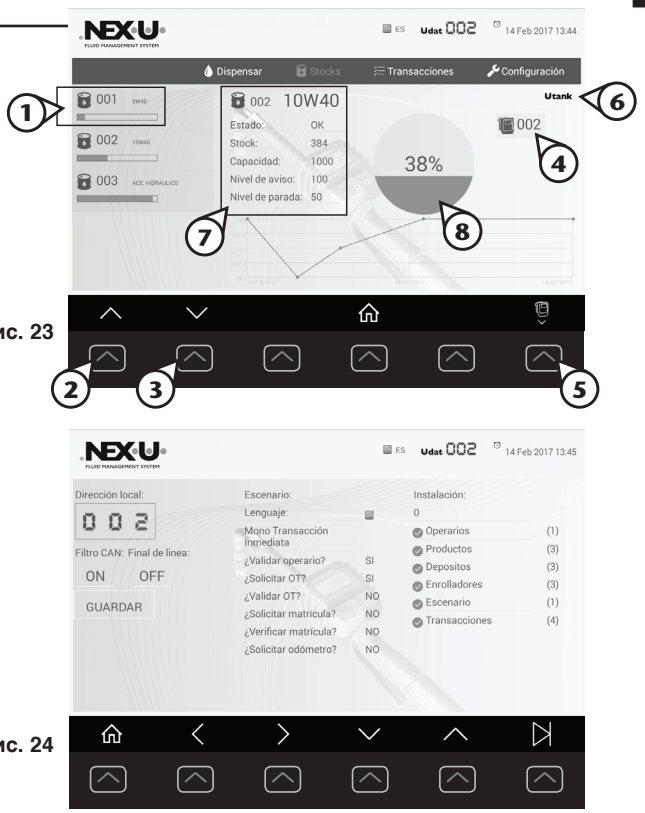

Рис. 23
В этом меню (рис. 23) отображен список танков с их номером и видом смазочного материала (1). Чтобы перемещаться по списку танков, используйте кнопки (2) и (3). По каждому танку отображена информация о соответствующем Uvalve (4). Когда Uvalve не отображается на экране, перемещайтесь с помощью кнопки (5).